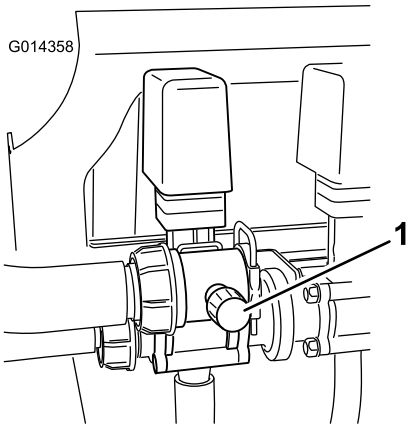

Figur 18
9. Indstil omrøringsomløbsventilen (Figur 18) på bagsiden af omrøringsventilen, indtil trykmåleren står på 6,89 bar.